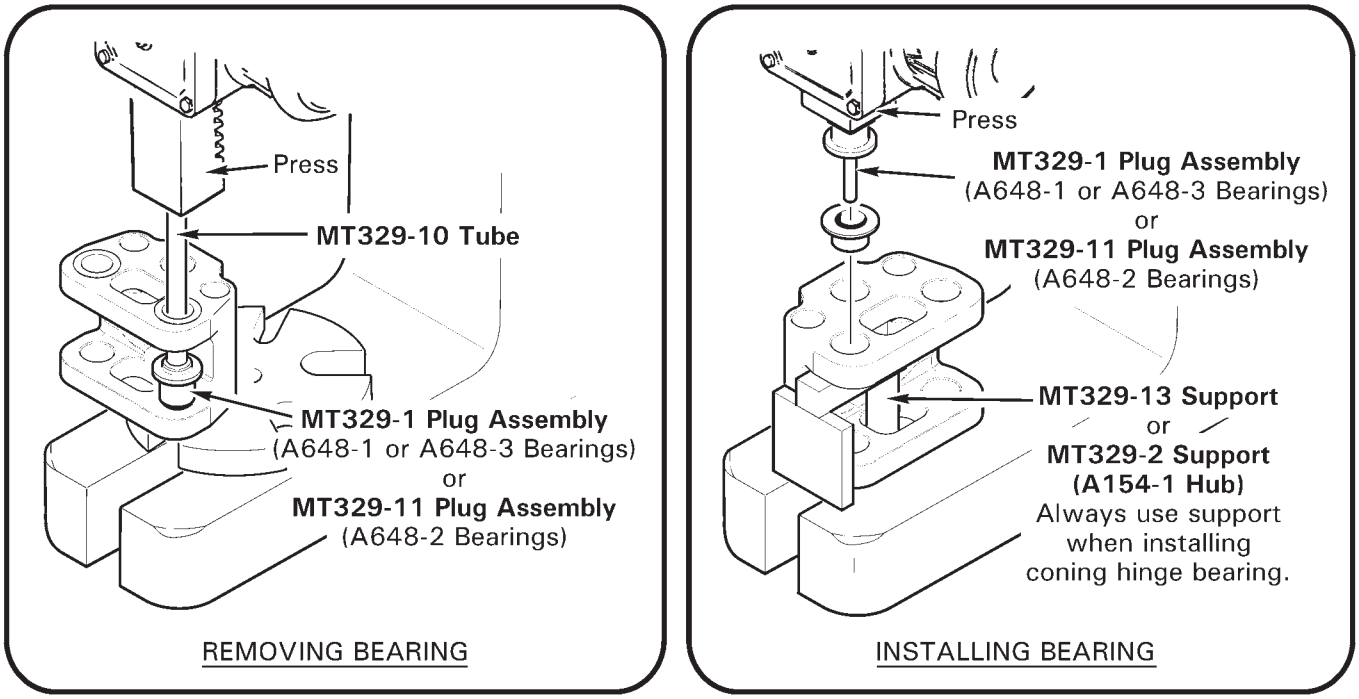

FIGURE 9-4 MAIN ROTOR HUB BEARING REPLACEMENT
2. Refer to Figure 9-4. Verify tooling surfaces are smooth to avoid damaging hub and bearings. Press A648-1 and/or A648-3 bearing(s) from hub using MT329-1 plug assembly (Rev H or subsequent) with MT329-10 tube. Press A648-2 bearing(s) from hub using MT329-11 plug assembly with MT329-10 tube.